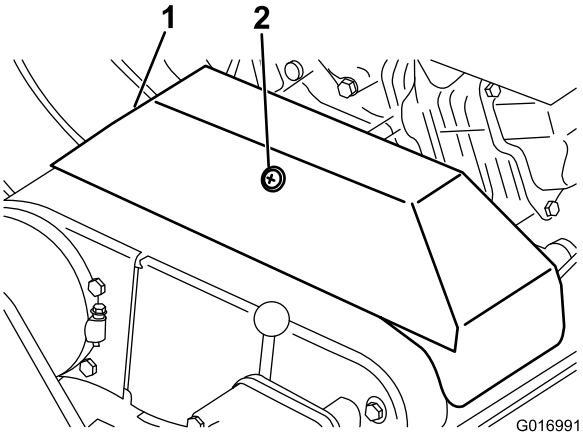

**Figuur 33**
3. Draai de borgschroef los waarmee de kap van de V-riem is bevestigd, en draai de kap open (Figuur 33).